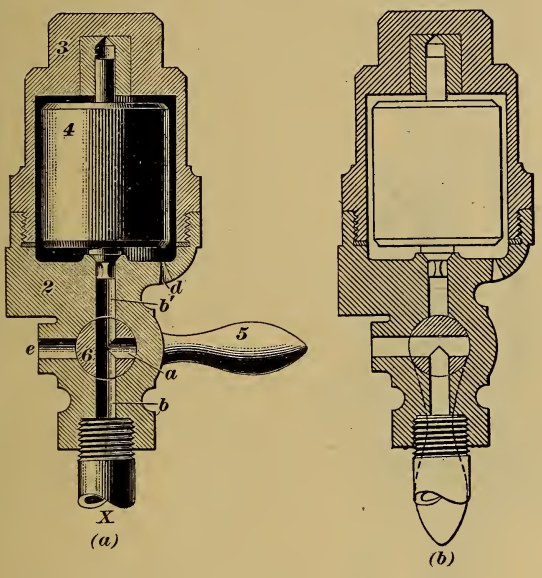
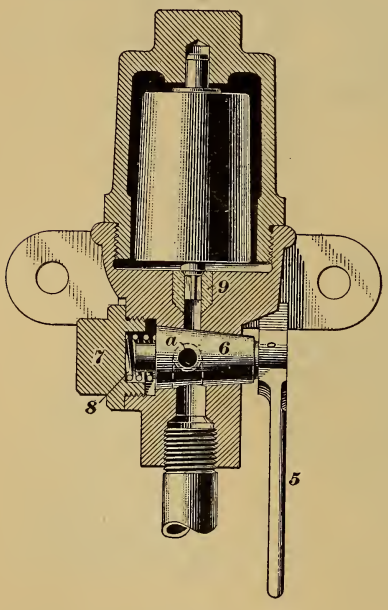

FIG. 12.
FIG. 13.
71. Its Duty.—The **retaining valve,** shown in Fig. 12, is used on freight cars in all sections of the country, and on passenger cars, engines, and tenders in mountainous districts.
Fig. 13 shows the improved retaining valve, which differs from that shown in Fig. 12 in that its plug cock *6* is held always on its seat by the spring *8*. Also, the weighted valve seats on a bushing *9*; *7* is the cap for the cock *6*; the arrangement of ports in the cock is the same as in Fig. 12. The view of this valve is as seen from the front when on the car, whereas Fig. 12 is a side view. The action of this valve is the same as the other; when the handle *5* is turned down, as in the figure, the valve is cut out; when it stands out straight (i. e. horizontally), it is cut in, and will retain 15 pounds in the brake cylinder. The port *d* is in this valve also, but is not shown in this view, owing to the manner in which the section has been taken.